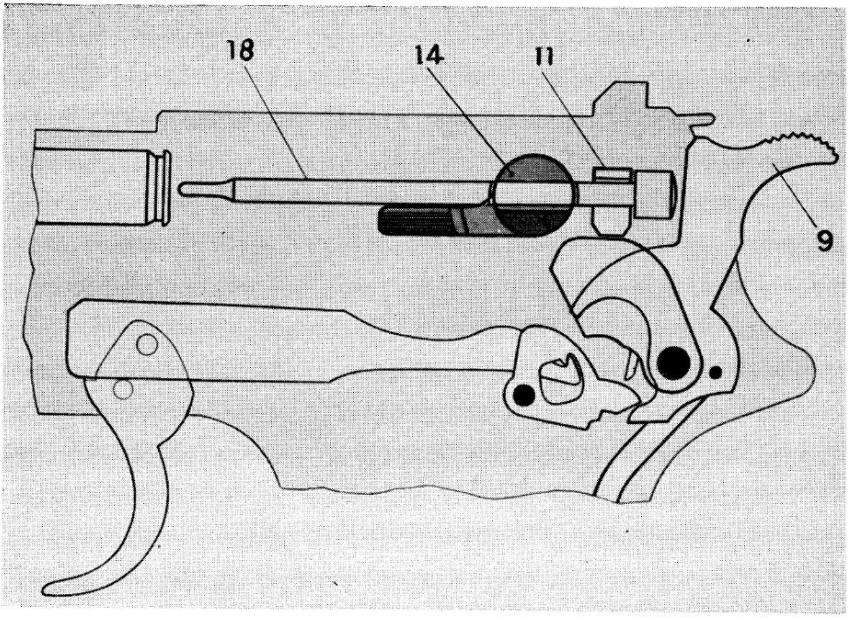

FIGURE 19. P-38 SAFETY SYSTEM (Continued).
Figure 19. In this position the firing pin (18) is positively locked by the automatic firing pin lock (11) which will be lifted clear of the head of the firing pin only when the hammer (9) is brought to full cock.